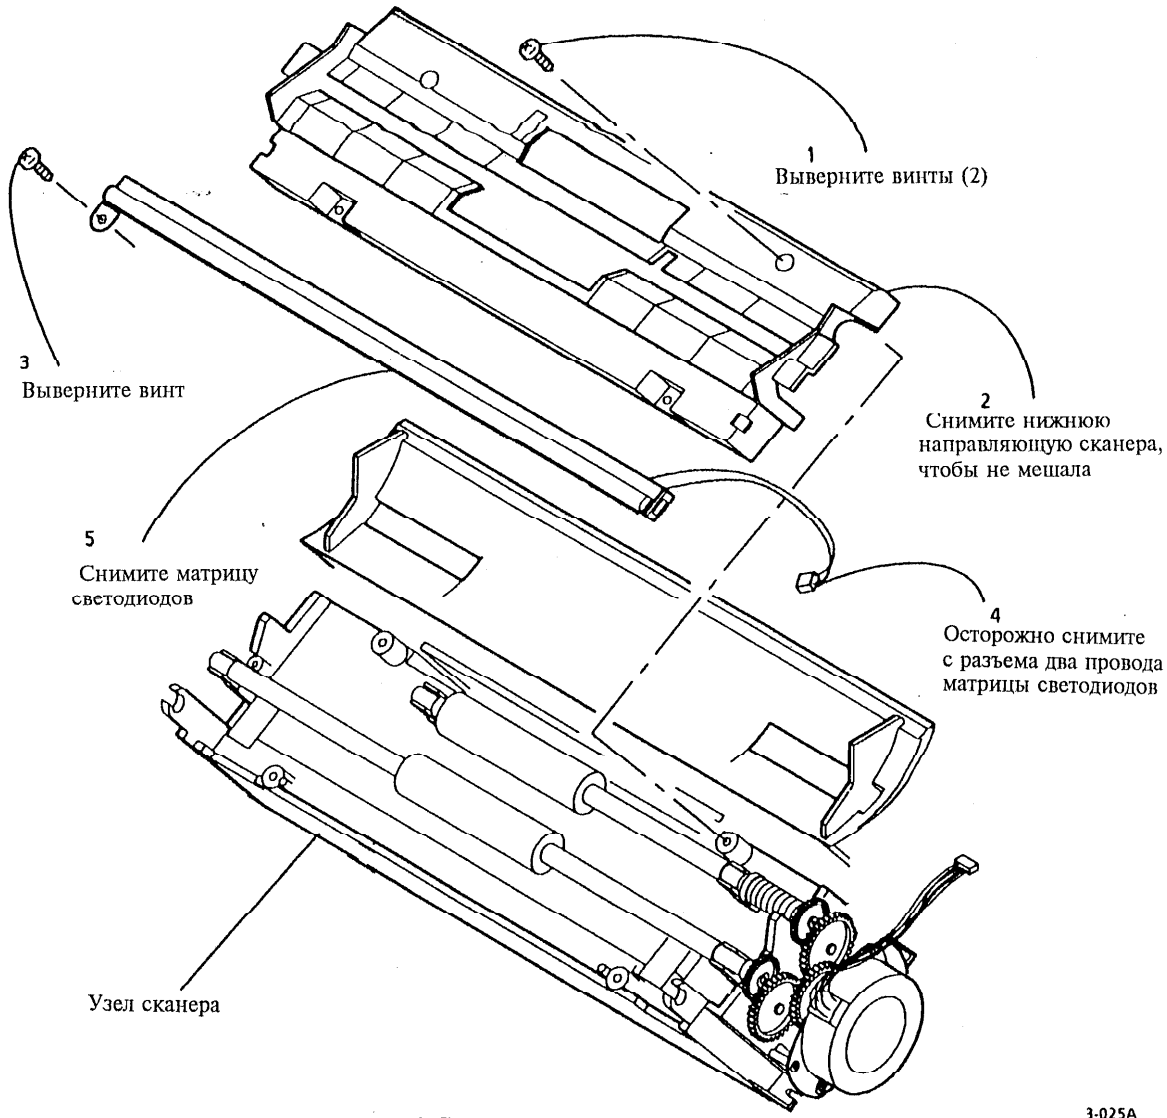

Рис. 1 Снятие матрицы светодиодов
2. (Рис. 1): Снимите матрицу светодиодов.